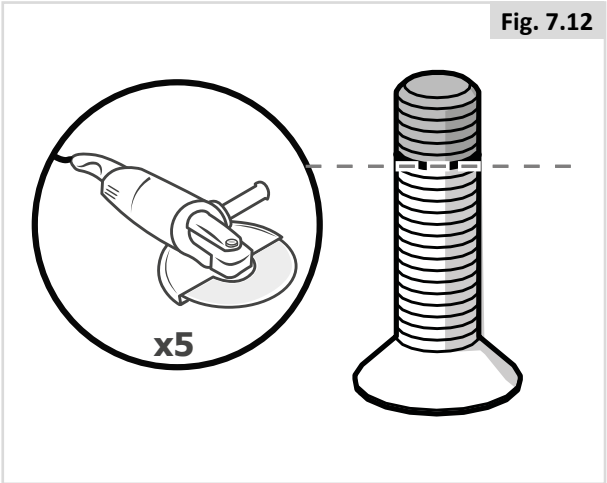

Fig. 7.12
7. Zaag de bout op de plek waar hij is gemarkeerd (Fig. 7.12). Het is erg belangrijk dat de monteur controleert of de dikte van de moeren correct is. Als de bouten te kort zijn en de schroefdraad niet volledig wordt gedekt, hebben de bouten niet voldoende kracht om de vereiste lading te dragen. Als de bouten te lang zijn, kunnen de accu's of andere onderdelen van de rolstoel beschadigd raken. Vervang de bouten indien nodig door langere bouten, of kort ze in.